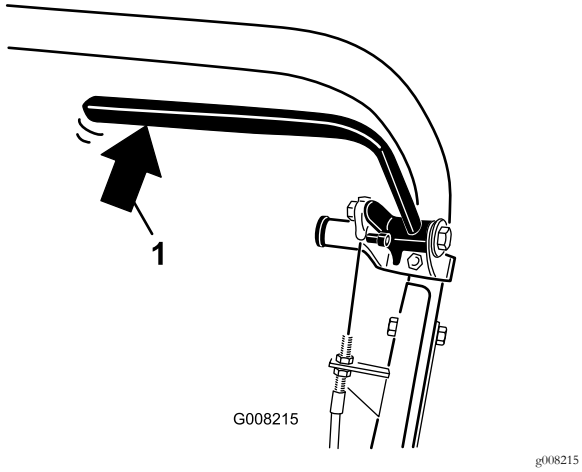

**Figur 32**
2. Brug en fjedervægt, og tryk bagud på driftsbremsegrebet (Figur 32). Parkeringsbremsen bør udløses, når der nås en kraft på 13,5 til 18 kg. Hvis parkeringsbremsen udløses, før en kraft på 13,5 til 18 kg er opnået, skal bremsekablet justeres. Fortsæt til trin 3.